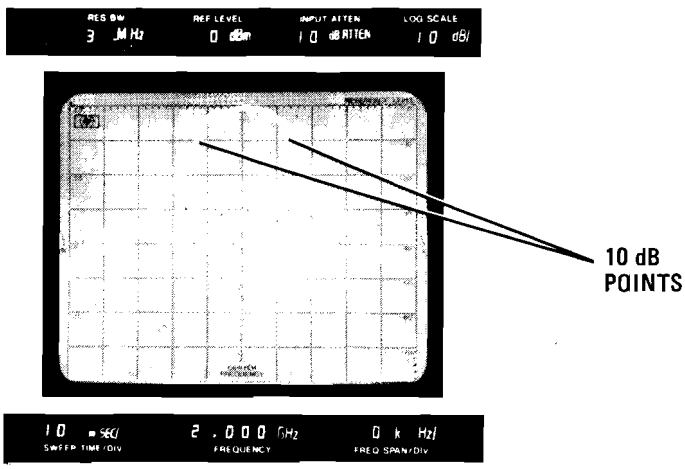

Figure 5-30. YTF Passband Display
w. Adjust A19R14 YTF OFFSET to center passband on CRT display (Figure 5-30).
y. Adjust A19R17 YTF GAIN to center passband on CRT display (Figure 5-30).